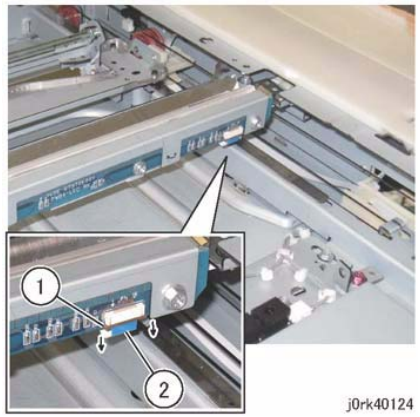

Figure 1 Lamp Wire Harness
3. Disconnect the Lamp Wire Harness. (Figure 1)